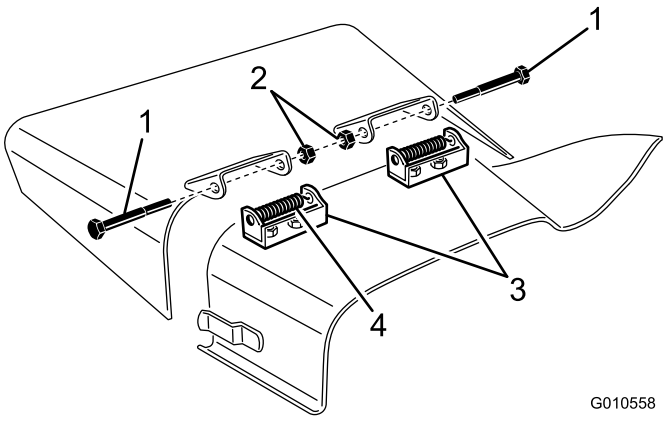

Figura 29
4. Togliete le 2 viti a testa cilindrica, i dadi di bloccaggio e le molle che fissano i supporti del deflettore alle staffe orientabili (Figura 29).
5. Per rimuovere le staffe orientabili, togliete i bulloni a testa tonda e i dadi (Figura 29).